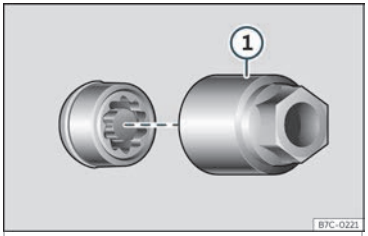

Fig. 32 Parafuso antirroubo da roda con capuchón e adaptador.
- Encaixe o adaptador especial ››› **fig. 32** ① (ferramenta de a bordo ››› **páx. 40**) no parafuso antirroubo da roda ata o tope.